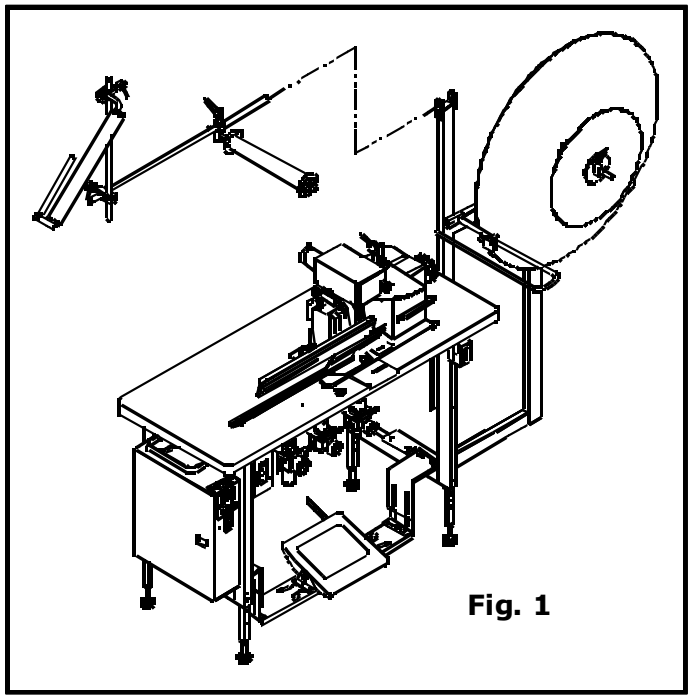

Fig. 1
- Mount and adjust the Guide Roller Assembly. (See Fig. 1)